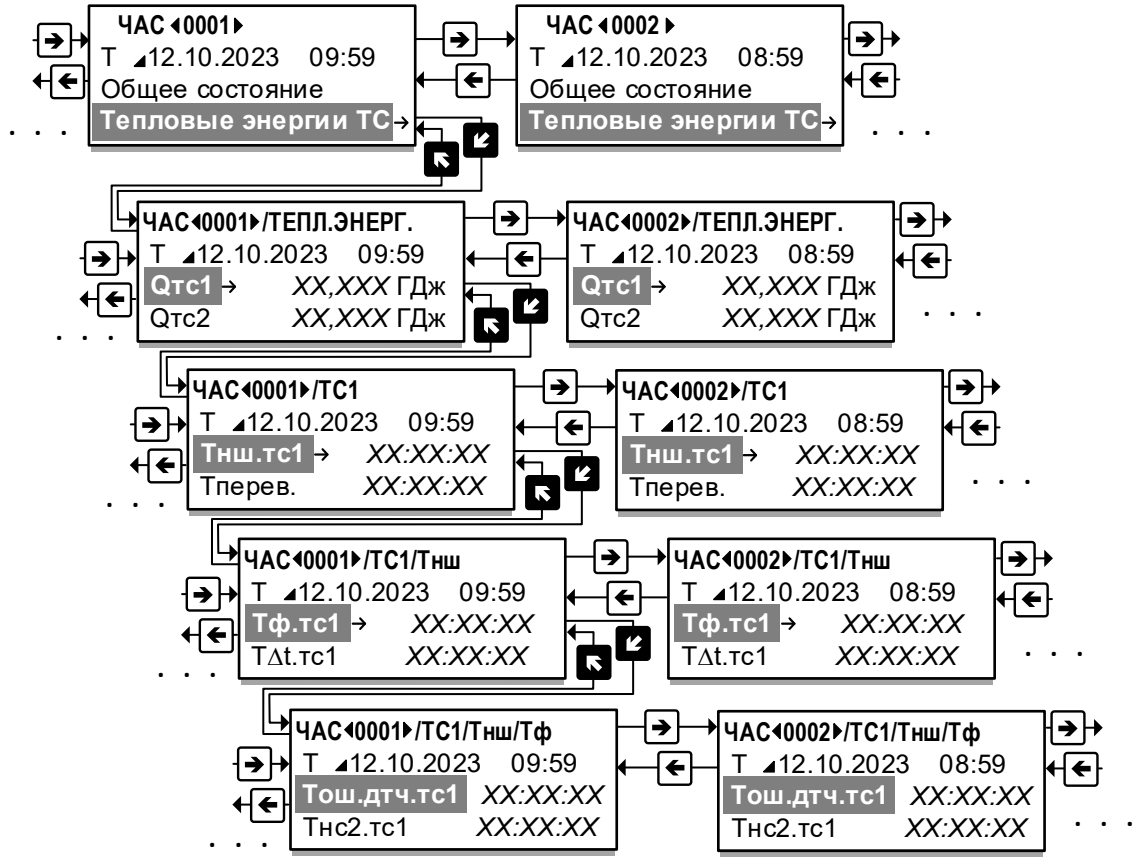

Рис.18. Схема переходов между взаимосвязанными параметрами.
4.2.5. При просмотре архивных записей предусмотрены межуровневые переходы к значениям взаимосвязанных параметров (рис.18):